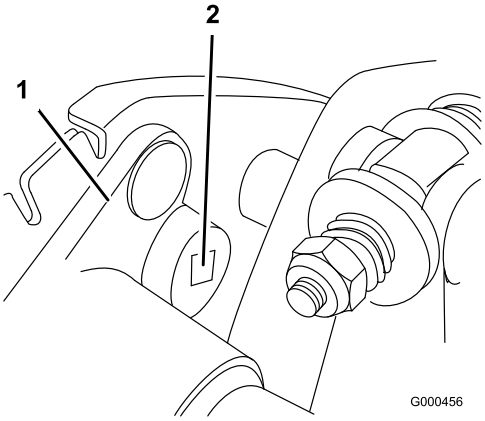

Figure 39
B. À l'aide d'une clé dynamométrique de 3/8 pouce, tournez le logement de roulement à un couple de 4 à 4,5 Nm pour obtenir la tension voulue (Figure 39).